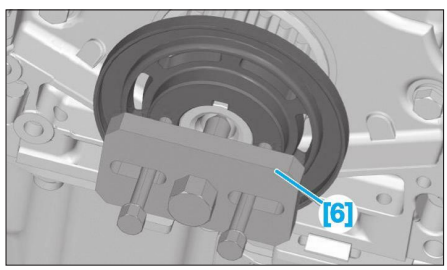

**Fig. 11**
- la cible du capteur de position vilebrequin à l'aide de l'outil [6] **(Fig.11)**.